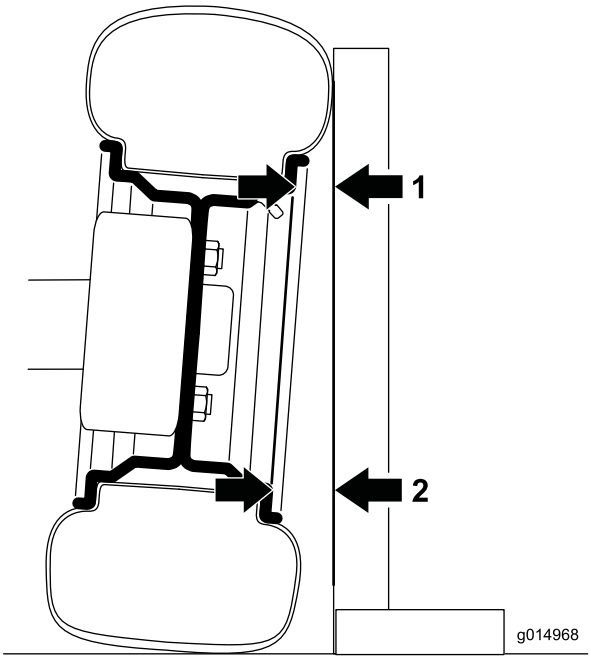

Figur 60
1. For å kontrollere skråstillingen, plasser en 90-graders firkant på bakken og påse at den vertikale kanten berører fremre del av dekket (Figur 60).
2. Mål avstanden fra samme del av kanten øverst og nederst på dekket og til firkanten (Figur 60).